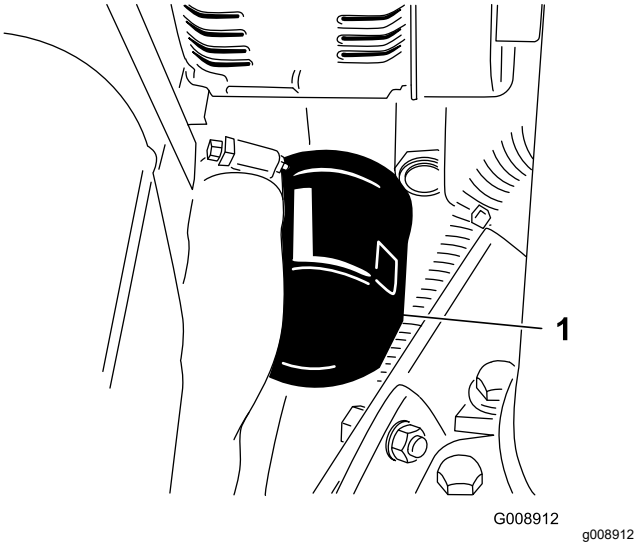

Figur 48
2. Ta av oljefilteret (Figur 48). Stryk et tynt lag med ren olje på den nye filterforseglingen før du skrur den på. **Ikke stram for mye.**